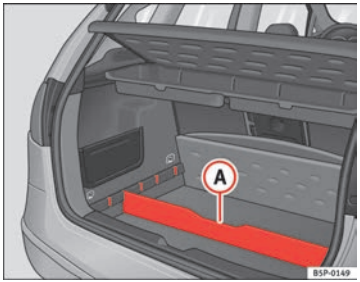

Abb. 106 Trennelement des Gepäckraumbodens ▶
– Das Trennelement (A) ⇒ Abb. 106 je nach Größe der zu transportierenden Gegenstände in die seitlichen Schlitze einsetzen. Unter dem Fach befinden sich das Bordwerkzeug und das Reserverad.